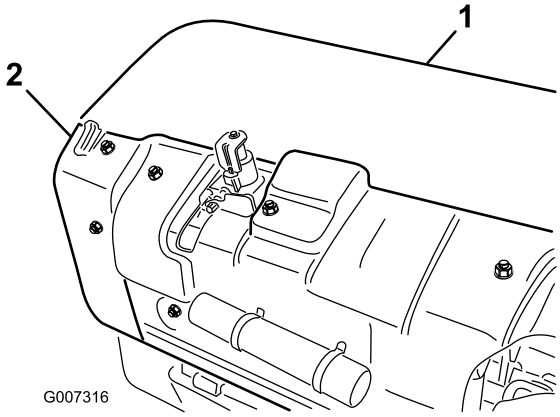

Figur 29
A. Fjern det bageste kernehoveddæksel (Figur 29).
B. Fjern remskiveafskærmningens monteringsbolte, og afmonter afskærmningen (Figur 29).